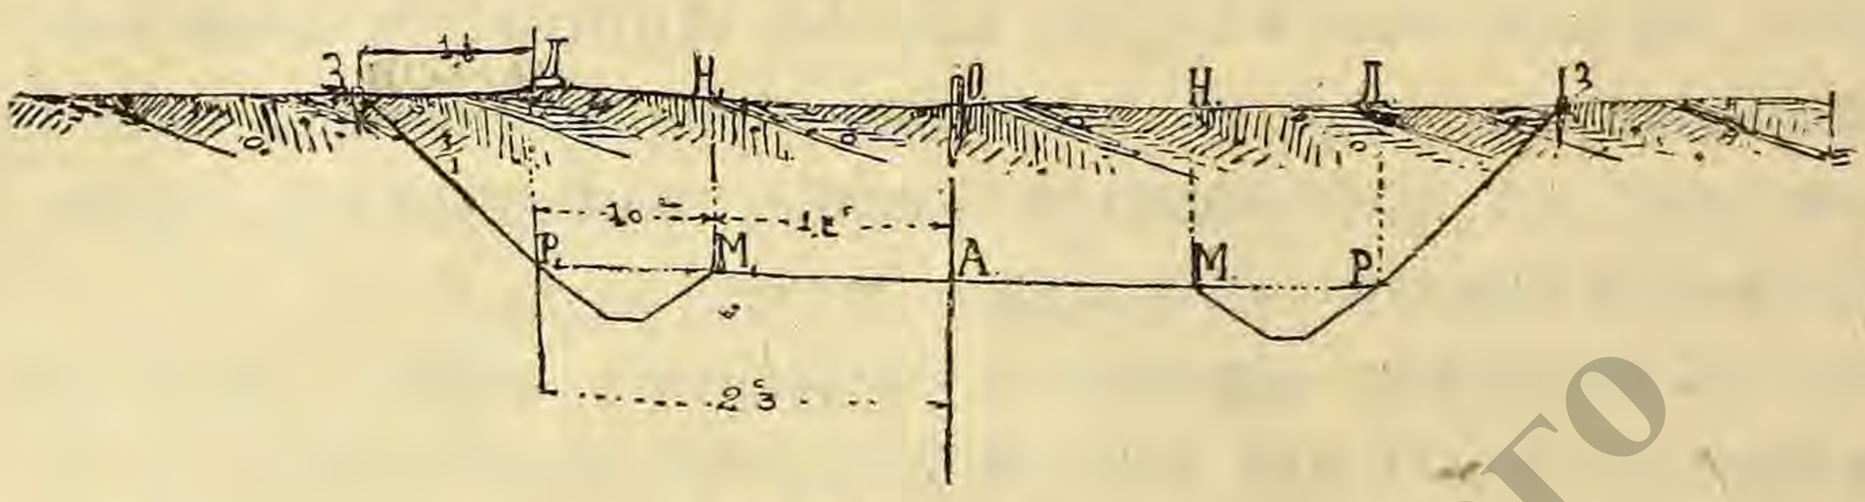

Рис. 240.
2. *Выемка на ровном месте*, глубина ее $= 1$ саж., откосы одиночные, полотно в один путь (рис. 240). Из чертежа видно, что предельные точки, до которых надо рыть землю, будут отстоять от оси O на расстоянии $OЗ =$ *половине ширины полотна* + *ширина кювета* + *заложение откоса* $= OH + HД + ДЗ$: заложение откоса